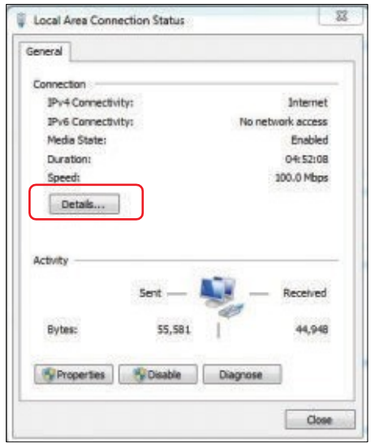

Fig. 6.2
(1) Click “Start” -> “Routine”-> “Attachment”-> “Communication”-> “Network”; double click “local connection” and enter “Local Area Connection Status”.(See Fig. 6.2)